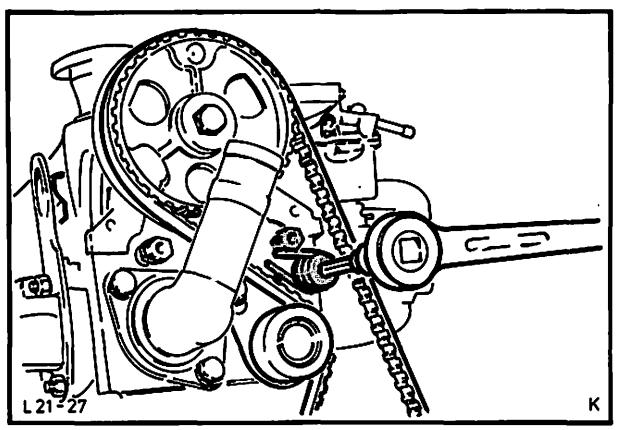

Abb. 266 Zahnriemenspanner mit Spezialwerkzeug 21-012 lösen
8. Zahnriemenspanner lösen, damit er sich beim zweimaligen Durchdrehen des Motors gegen den Zahnriemen legen kann, Abb. 266. Nach dem Durchdrehen Zahnriemenspanner (zuerst Sechskantschraube, dann Spezialschraube) und Zahnriemenrad-Nockenwelle mit Drehmoment festdrehen.